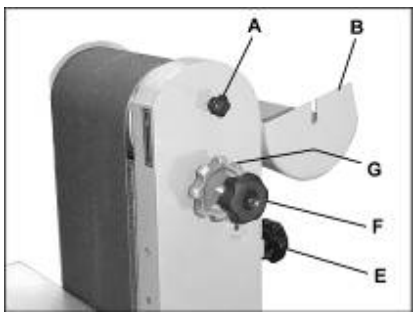

Fig 14
Lösen Sie den Klemmgriff (A, Fig 14) und öffnen Sie die Rollenabdeckung (B).
Mittels Klemmgriff (E, Fig 14) die Bandspannung lösen.
Lösen Sie die Bandlaufklemmung (G, Fig 14).
Der Bandlauf lässt sich nun mit der Feineinstellschraube (F, Fig 14) korrigieren.